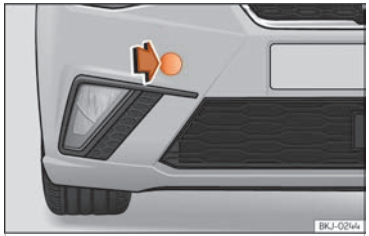

Fig. 156 En el lado derecho del paragolpes delantero: retirar la tapa.
El alojamiento de la argolla de remolque enroscable se encuentra en el lado derecho del paragolpes delantero detrás de una tapa ››› fig. 156.
- Retire la tapa haciendo presión en la zona inferior de la misma y déjela colgando del vehículo ››› fig. 156.